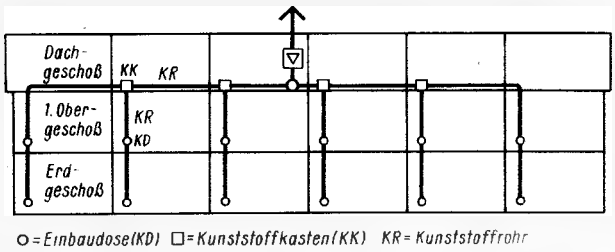

Bild 2. Seitenansicht des Leerrohrnetzes in einer Reihenhauszeile oder in einem Mehrfamilienhaus
Ein einfaches Beispiel für die Verlegung des Leerrohrnetzes in einem Mehrfamilienhaus bzw. in einer Reihenhauszeile zeigt *Bild 2*. In der Mitte des Gebäudes ist, wie üblich, die Antenne über Dach und der Verstärker im Dachgeschoß montiert. Für die Querverzüge im Dachgeschoß wird am besten Kunststoffrohr (KR) mit 13,5 mm oder 16 mm Durchmesser auf Putz verlegt. Die dazwischenliegenden Kunststoffkästen (KK, 100 mm × 100 mm) sind auf Putz montiert; sie dienen zum geschützten Einbau der notwendigen Verteiler- und Abzweigdosen.